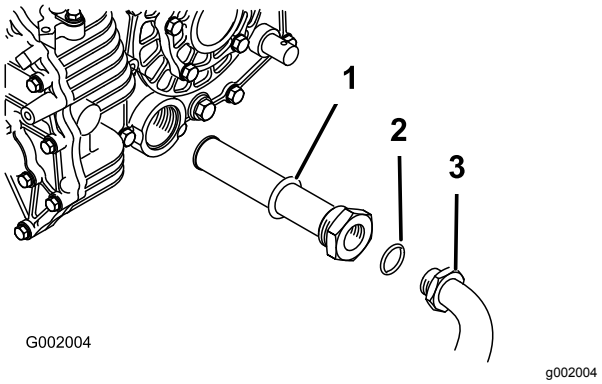

**Rysunek 54**
5. Odłącz wąż hydrauliczny i złączkę kątową 90° (Rysunek 54).